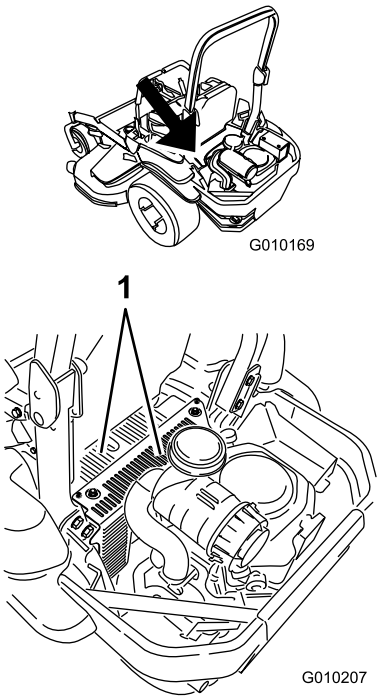

Figuur 69
5. Verwijder vuil en gras van de schermen van de hydraulische eenheid (Figuur 69).